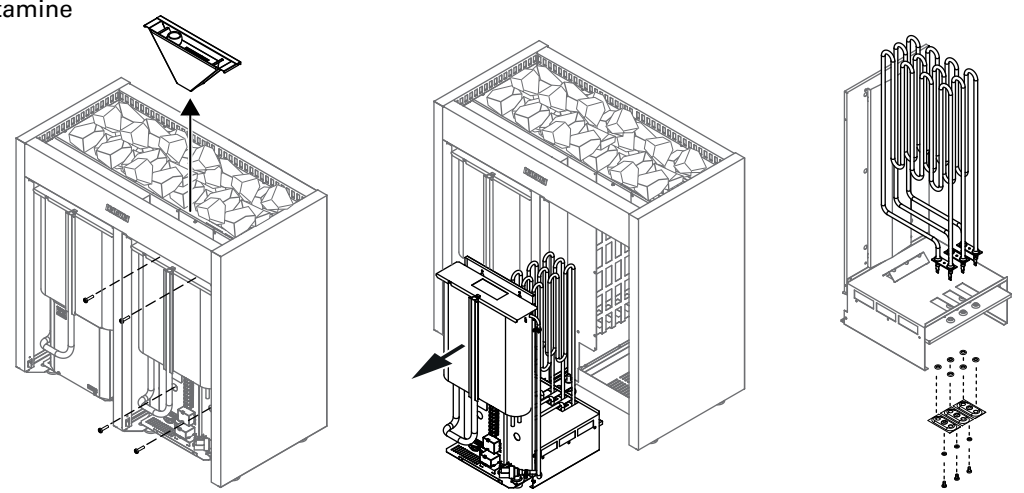

Рисунок 6.
Каменку подсоединяют к водопроводной сети с холодной водой с помощью гибкого соединительного шланга. Кроме того, линия подсоединения к воде должна быть оборудована запорным вентилем и обратным клапаном. См. рис. 6. Пол сауны или умывального помещения должен быть оборудован напольным колодцем на случай повреждения шлангов или их течи. Следуйте местным правилам по установке сантехоборудования.
- Каменка гибким проводом подсоединяется к соединительной коробке (рис. 6: 3) на стене сауны. Соединительная коробка должна быть брызгозащищенной и находиться на расстоянии не выше 500 мм от пола.
- В качестве кабеля (рис. 6: 2) следует использовать резиновый кабель типа H07RN-F или подобный. **ВНИМАНИЕ! Использование кабеля с ПВХ-изоляцией запрещено вследствие его разрушения под воздействием тепла.**
См. рис. 6.